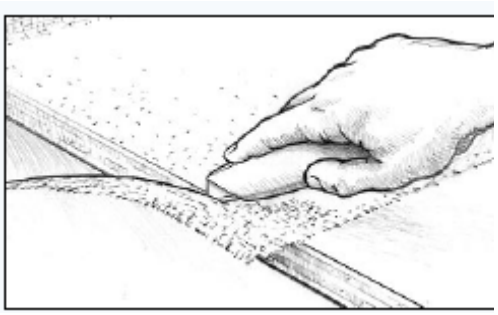

Рис. 25. Обрежьте лишнюю ткань после того, как эпоксидная смола превратится в гель, но до полного застывания.
8. Отрежьте лишнюю и нахлёстывающуюся ткань *(Рисунок 25)* после того, как смола достигнет стадии начального отверждения. Пока смола полностью не застыла, ткань будет легко резаться острым канцелярским ножом. При необходимости срежьте нахлестывающуюся ткань следующим образом: